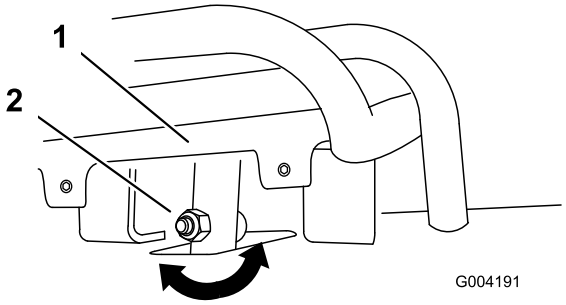
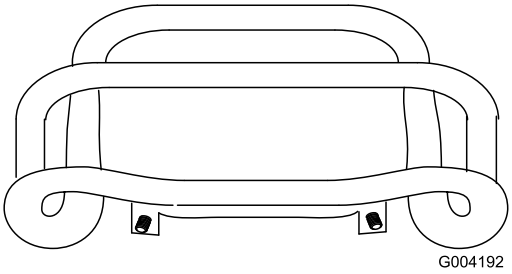

**Figur 54**
**Figur 55**
4. Om drivreglagets främre del inte ligger tätt intill och i rät vinkel mot referensstaven lossar du flänsmuttern och skruven på drivreglagets skaft (Figur 54).
5. Justera drivreglaget så att det ligger tätt intill mot referensstaven när det dras rakt bakåt (Figur 54 och Figur 55).
C. Lossa flänsmuttern och skruven på drivreglagets skaft (Figur 54).
I. Justera drivreglaget så att det ligger tätt intill mot referensstaven när det dras rakt bakåt (Figur 54 och Figur 55).